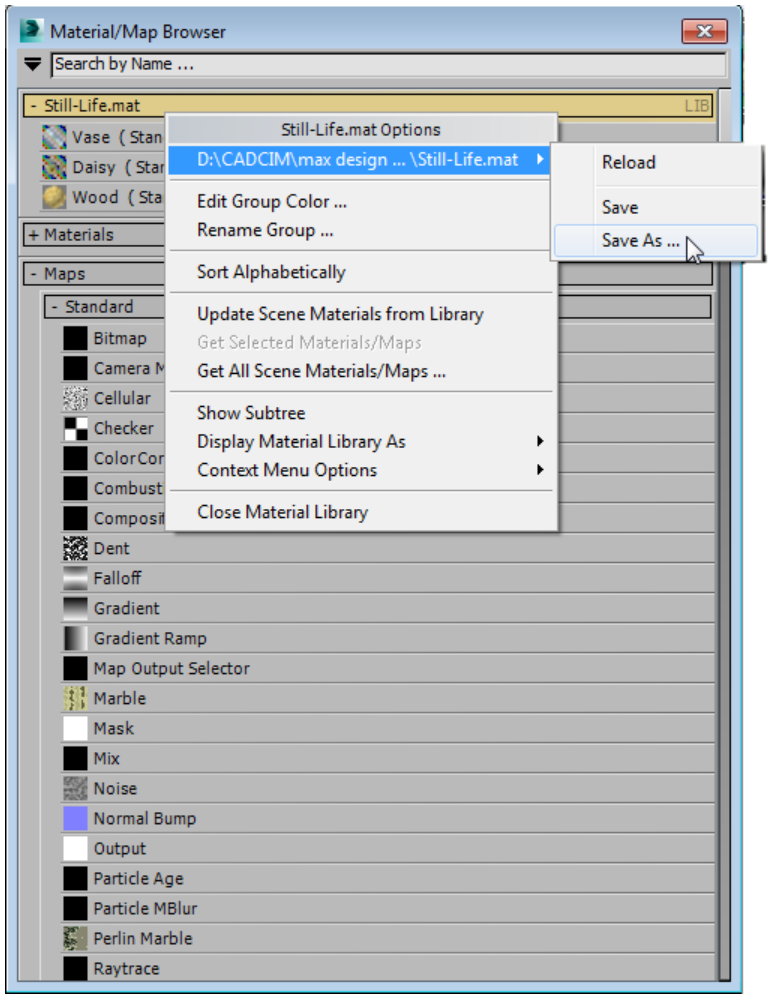

Figure 9-5 *Saving the material library*
9. Right-click on the **Still-Life.mat** in the **Material/Map Browser** dialog box; a flyout is displayed. Choose **Save As** from the flyout, as shown in Figure 9-5; the **Export Material Library** dialog box is displayed.